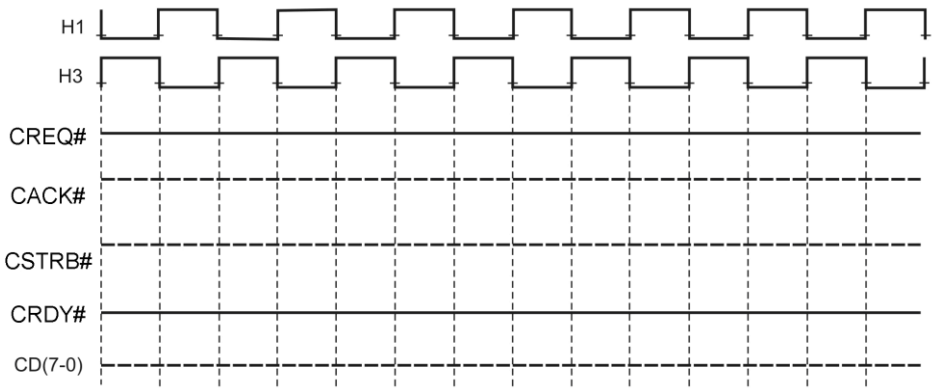

Рисунок 5.152 − Состояние после сброса входного порта
- состояния выводов (смотри рисунок 5.152) устанавливаются как: